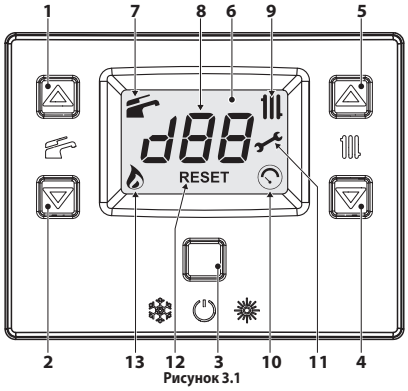

Рисунок 3.1
- Нажать и удерживать в течение 2 секунд кнопку 3 (Рисунок 3.1), пока на дисплее не появятся символы и .
- Держать нажатой в течение 2 сек. кнопку 3 (Рисунок 3.1), пока на дисплее не появится символ .
Регулировать температуру воды для отопления можно посредством кнопок 4 (уменьшение) и 5 (увеличение), см. Рисунок 3.1, начиная с минимум 38 °C и до максимум 85 °C. При нажатии одной из двух кнопок на дисплей выводится установленное значение, при повторном нажатии можно его изменять. Сигнализация ЖК-дисплея:
В любом случае, если комнатная температура слишком низкая или слишком высокая, можно увеличить или уменьшить температуру отопления на ± 15 °C при помощи кнопок 4 (уменьшение) и 5 (увеличение), см. Рисунок 3.1.
Регулировать температуру воды в системе горячего водоснабжения можно при помощи кнопок 1 (увеличение) и 2(уменьшение), см. Рисунок 3.1, начиная с минимум 35 °C и до максимум 60 °C. При нажатии одной из двух кнопок на дисплей выводится установленное значение, при повторном нажатии можно его изменять.